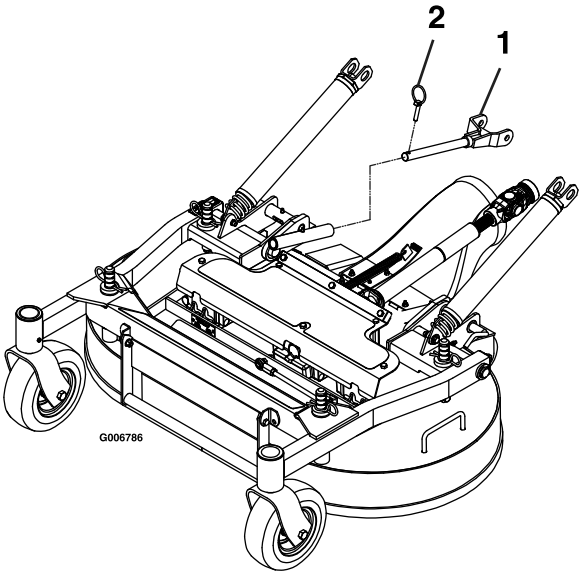

Figuur 76
6. Verwijder de borgpennen aan de voorkant van de duwarmen aan beide kanten van de machine (Figuur 76).
6. Zet de duwarmen met de borgpennen vast aan de linker- en rechterkant van de machine (Figuur 76).